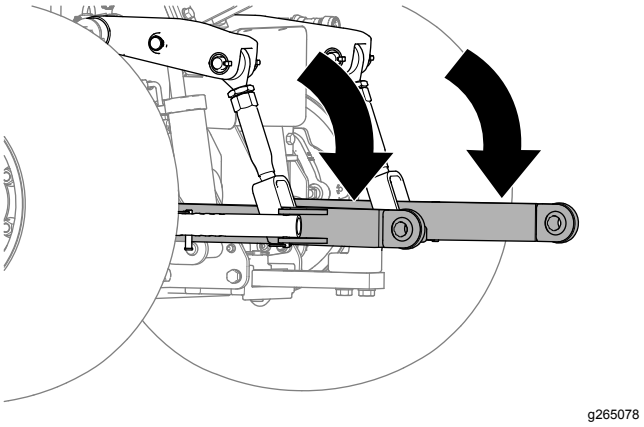

Рисунок 14
1. Опустите рычаги нижних тяг тягового блока (Рисунок 14).